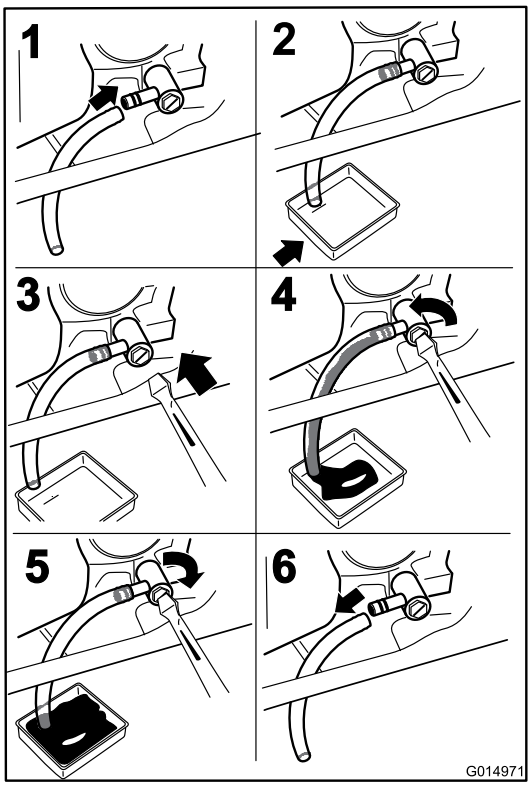

**Figur 37**
4. Før du forlater førersetet, må du stanse motoren, ta ut nøkkelen og vente til alle bevegelige deler står stille (Figur 37).